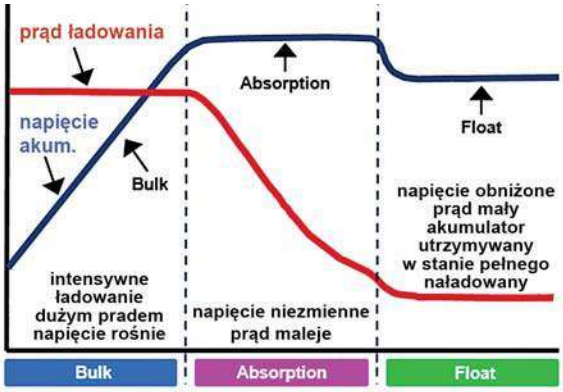

Rys. 1
***Rozładowanie***. Gdy później wieczorem z akumulatora pobierana jest energia, napięcie się oczywiście zmniejsza, a rano cykl się powtarza. Taką pracę ilustruje **rysunek 1**.